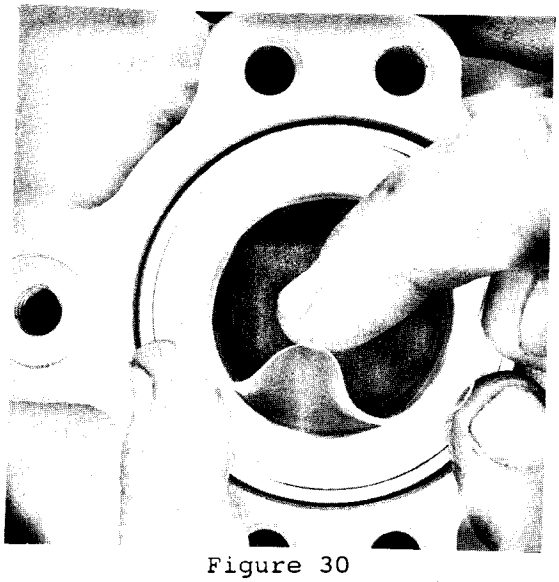

Figure 30
34. Déplier la bride supérieure et recentrer le haut et le bas de l'Hydratube (figure 30). Vous assurer que les brides de l'Hydratube sont bien placées sur les adaptateurs de l'Hydratube.